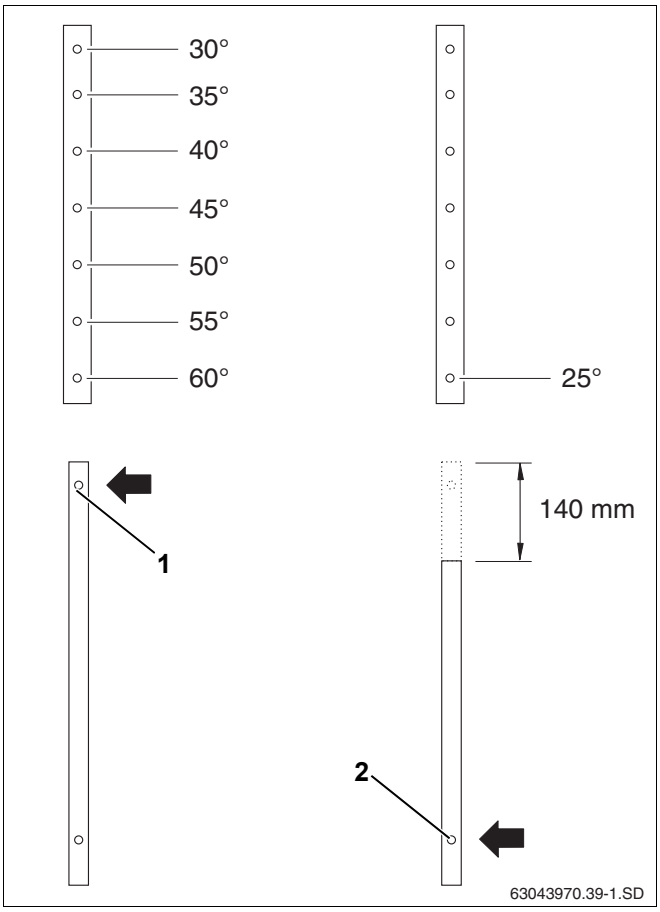
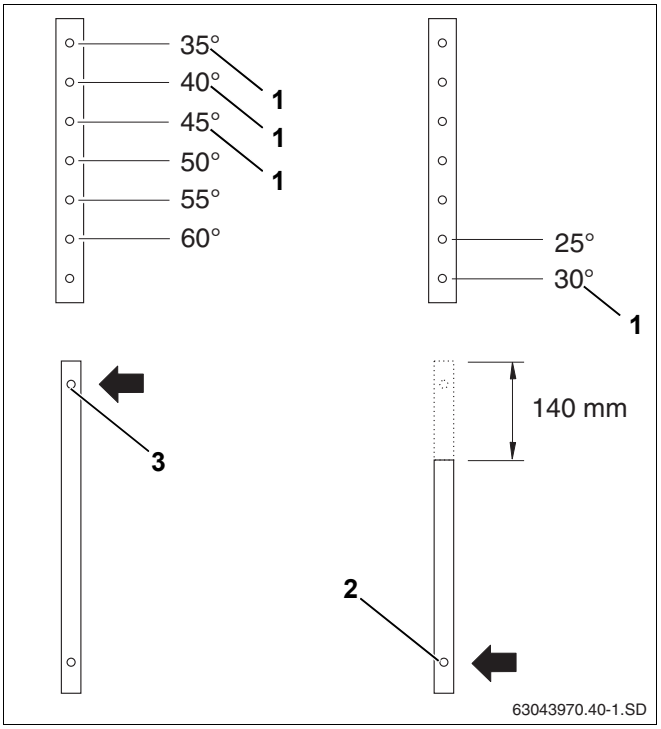

Рис. 12 Выбор угла наклона для вертикальных коллекторов
Рис. 13 Выбор угла наклона для горизонтальных коллекторов
- ▶ Выбрать отверстия на верхней и нижней телескопических направляющих согласно рис. 12 и рис. 13.
При вертикальном монтаже для угла наклона коллектора от 30° до 60° используйте верхнее отверстие нижней телескопической стойки (рис. 12, **поз. 1**).
Для угла наклона 25° нужно укоротить нижнюю стойку сверху на 140 мм и использовать нижнее отверстие (рис. 12, **поз. 2**).
При горизонтальном монтаже для угла наклона коллектора от 35° до 60° используйте верхнее отверстие нижней телескопической стойки (рис. 13, **поз. 3**).
Для угла наклона 25° и 30° нужно укоротить нижнюю стойку сверху на 140 мм и использовать нижнее отверстие (рис. 13, **поз. 2**).
- Для монтажа на фасаде нужно использовать только положение с углом наклона коллектора 30°, 35°, 40° и 45° (рис. 13, **поз. 1**).